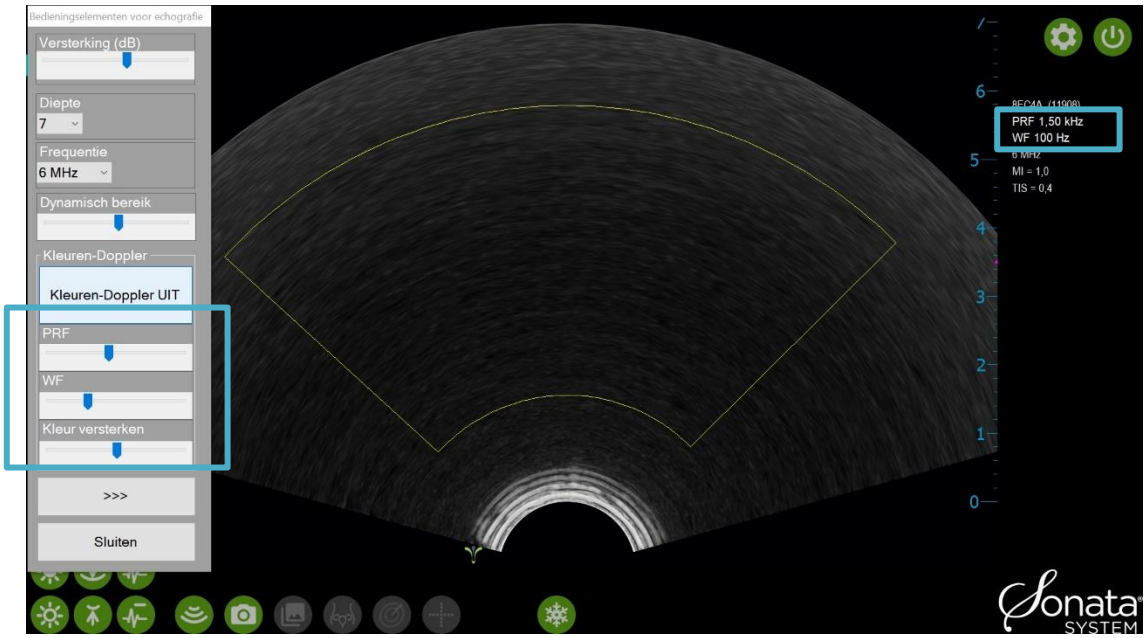

Afbeelding 6-7. Bedieningselementen voor kleuren-Doppler.
Wanneer Kleuren-Doppler geactiveerd is, worden bedieningselementen voor Kleur versterken, Wandfilter (WF) en Pulsrepetitiefrequentie (PRF) beschikbaar. WF- en PRF-waarden worden rechtsboven op het scherm weergegeven; zie afbeelding 6-7.